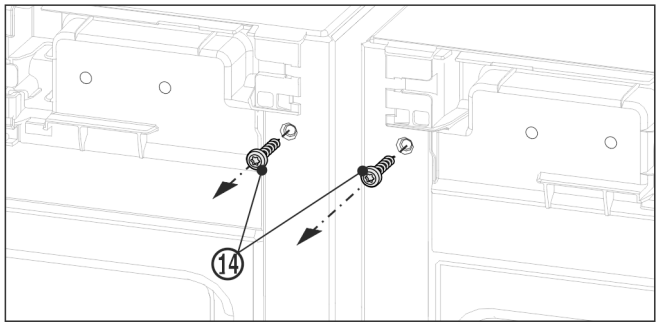

Fig. 12
- ▶ Před montáží horního úhelníku oba uzemňovací šrouby *Fig. 12 (14)* vyšroubujte.